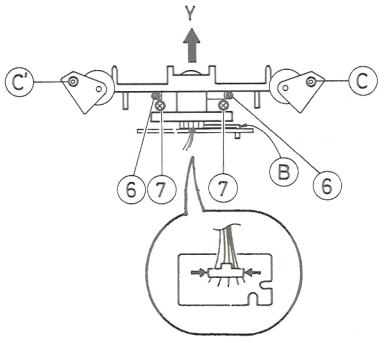

Fig. 7-17
1) Disconnect wiring of the head. (The wire clamp can be taken off by pressing it in the direction of the arrow mark shown in the figure.) (See Fig. 7-17)
2) Remove two screws (6) securing the head assembly.
3) Remove two adjusting screws (7).
4) Slightly lifting the head assembly upward, pull it in the direction of Y shown in the figure to make the shaft (B) free from engagement.